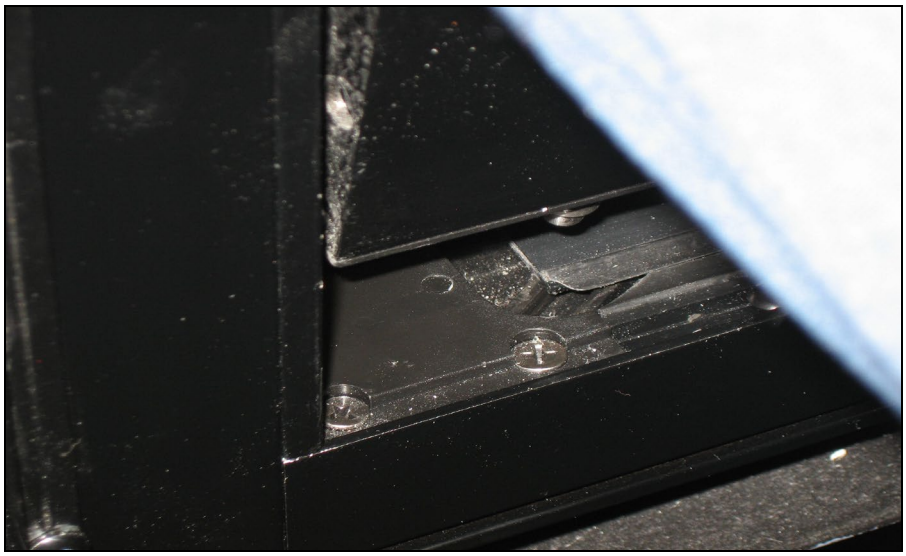

FIGURE 110: POSITIONING THE LOWER LEFT CORNER OF THE SASH
2. Position the left hand lower corner of the sash over the front cam follower block (Figure 110)